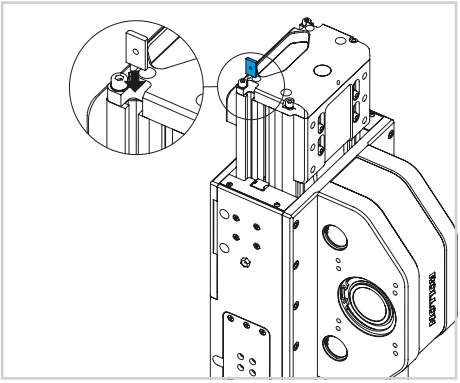

Fig. 26
2) Insérez les écrous de fixation dans la rainure du profilé en passant à travers la plaque supérieure. Répétez également l'opération pour la lame de détection en partie basse (Fig. 26).